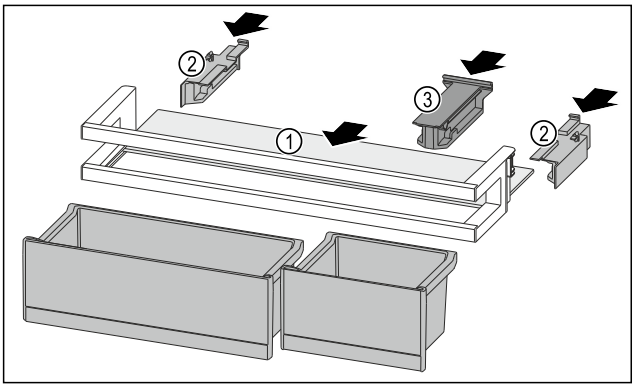

Fig. 251
▶ Împingeți în interior raftul *Fig. 251 (1)* în degajările laterale.
▶ Introduceți piesele laterale *Fig. 251 (2)*.
▶ Introduceți piesa de susținere *Fig. 251 (3)*.